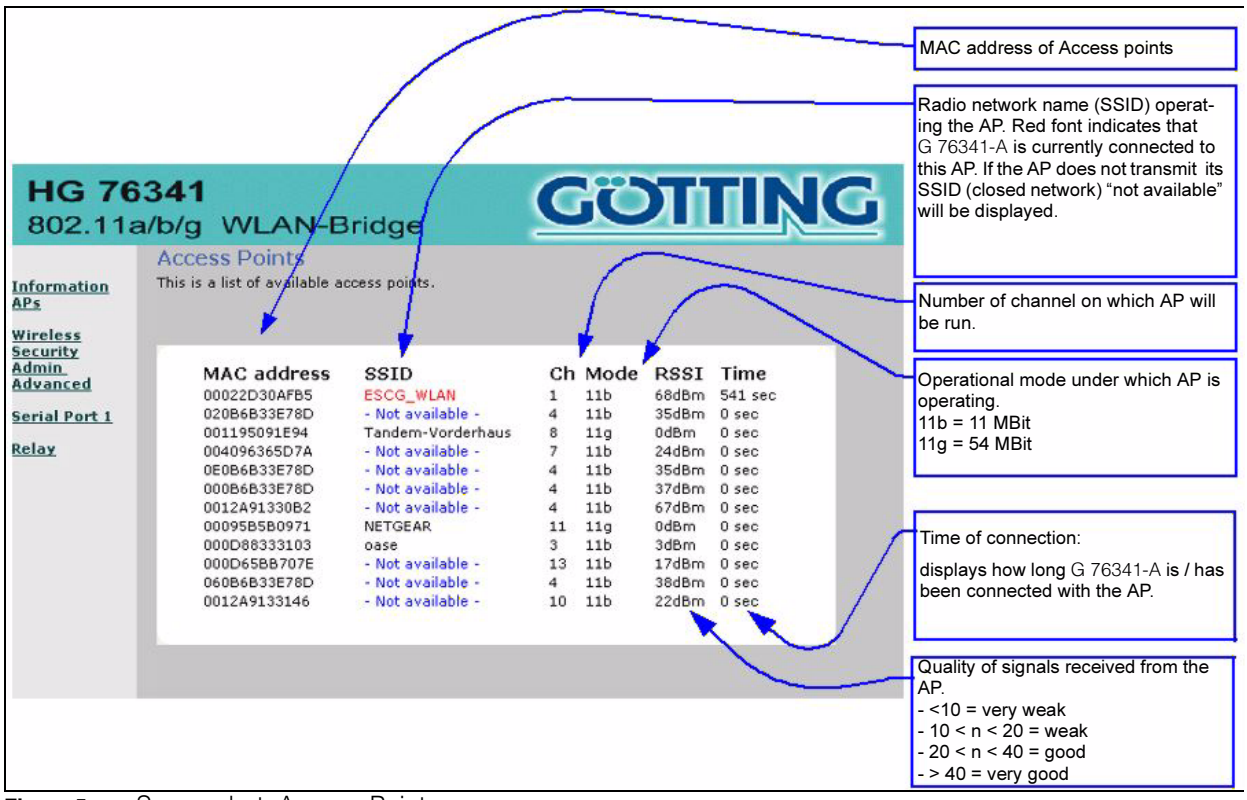

Figure 5 Screenshot: Access Point page
2. APs — Display of a table with those Access- points from which a signal has been received (see Figure 5 on page 12).